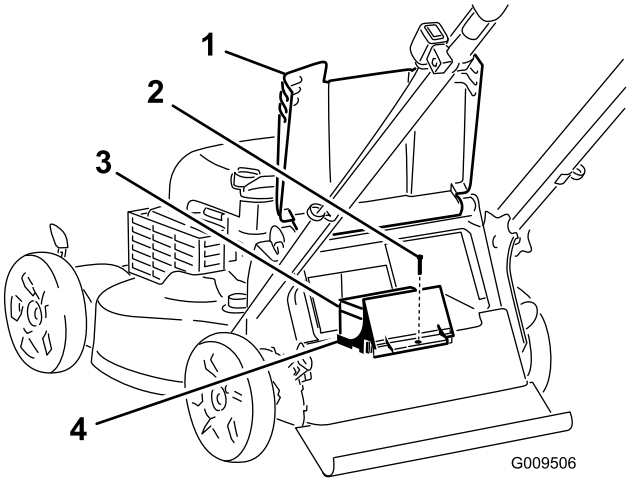

Figur 34
1. Höj och håll upp den bakre gräsriktaren och leta upp batterifacket (Figur 34).